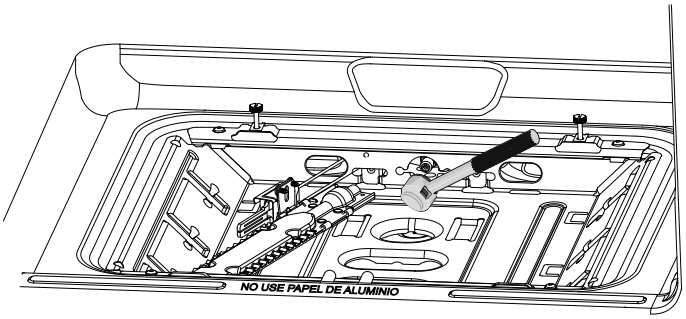
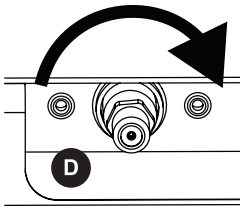

Figura 14
Figura 15
e. Una vez que el acceso a la campana con orificio (**D**) esté despejado, utilice una llave de tubo de media pulgada (1/2”) de profundidad para retirar la campana Orfice (**D**) (consulte la Figura 14). Instale la campana #56/1.18 mm (latón) del kit de LP. Apriete hasta que la campana esté completamente asentada (consulte la Figura 15). NO apriete demasiado.